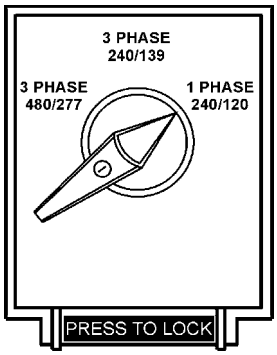

Figure 26. Voltage Selector Switch 1Ø-240/120V Position
1. Place the voltage selector switch in the 1Ø 240/120 position as shown in Figure 26.